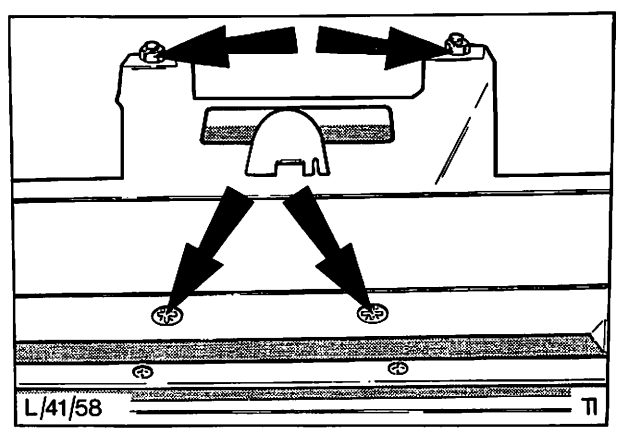

Abb. 23 Befestigungsschrauben – Halter und Getriebe
5. Schrauben entfernen und Halter mit Getriebegehäuse ausbauen, Abb. 23.